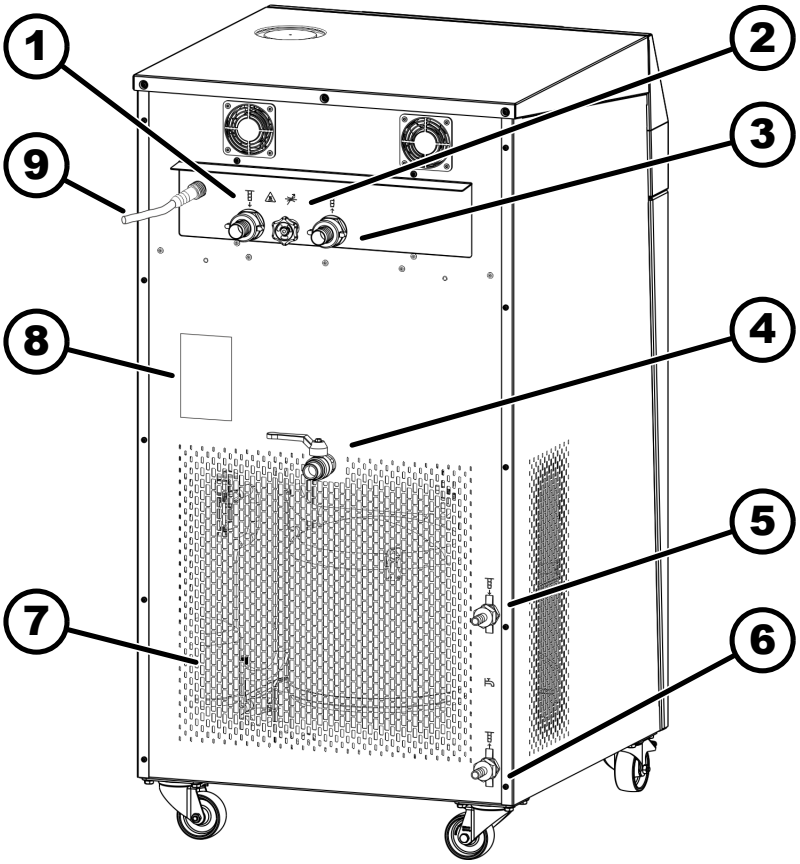

Abb. 6: Rückseite VC 10000 W
9. Bild 6: Die Rampe muss dicht an der Palette sitzen. 2 Personen treten mit ihren Schuhen rechts und links auf die Führungsleisten der Rampe und sichern sie somit vor dem Abrutschen. Schieben Sie das Gerät vorsichtig, mit der Frontseite zuerst ⑪, von der Transportpalette herunter.